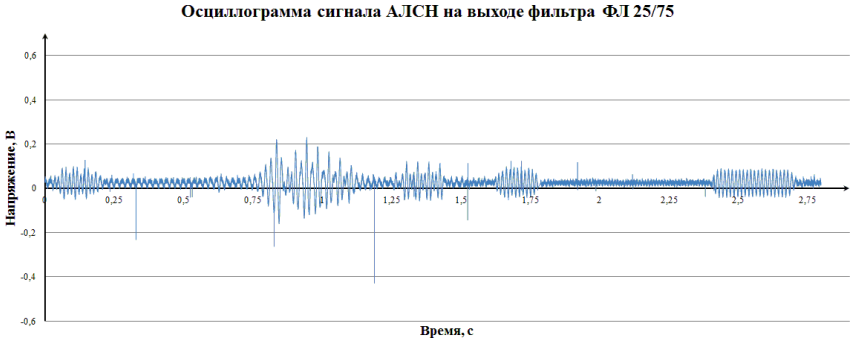

Рисунок 6 – Осциллограмма сигнала АЛСН на выходе фильтра АЛСН
5. Дана осциллограмма сигнала на выходе фильтра АЛСН (Рис. 6). Определить получаемый код и показание локомотивного светофора;